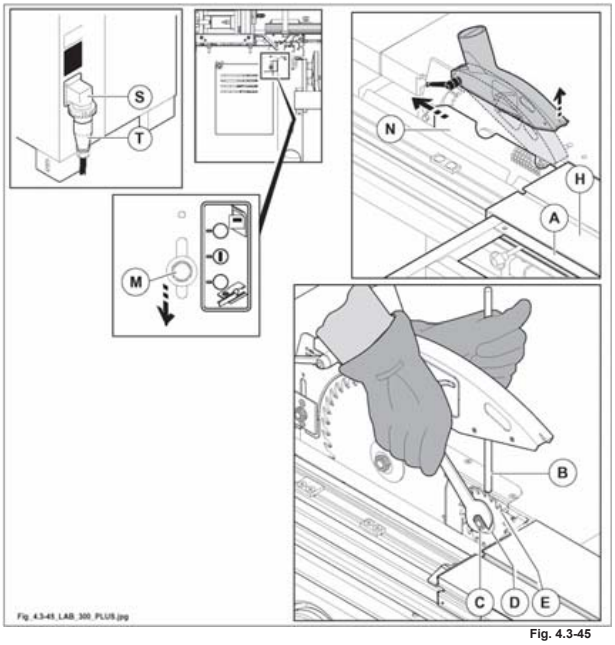

Fig. 4.3-45
1) posizionare il telaio di squadro (A fig.4.3-45) come in figura e traslare il carro vagone (H fig.4.3-45) tutto a destra.
2) Abbassare la leva (M fig.4.3-45) ed aprire la protezione (N fig.4.3-45).
3) Inserire il perno (B fig.4.3-45) nel foro della flangia portalama.
un finecorsa di sicurezza garantisce che con la protezione (N fig. 4.3-45) aperta il motore non possa essere avviato.
4) Allentare il dado di bloccaggio (C fig. 4.3-45) con chiave esagonale da 13 mm, ed estrarre la flangia (D fig. 4.3-45).
5) Montare in sequenza la lama (E fig. 4.3-45) con i denti contrapposti a quelli della sega, la flangia (D fig. 4.3-45) e il dado (C fig. 4.3-45).
6) Serrare il dado con la chiave da 13 mm utilizzando il perno (B fig. 4.3-45).
per motivi di sicurezza è obbligatorio richiudere la protezione (N fig. 4.3-45), altrimenti: